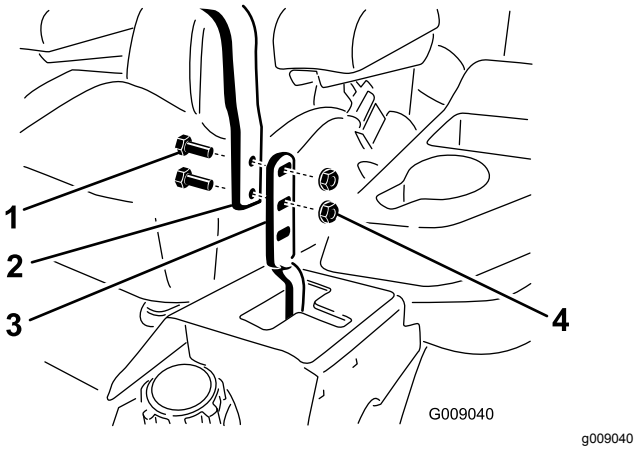

Figuur 87
3. Draai de bouten en flensmoeren van de hendels los (Figuur 87).